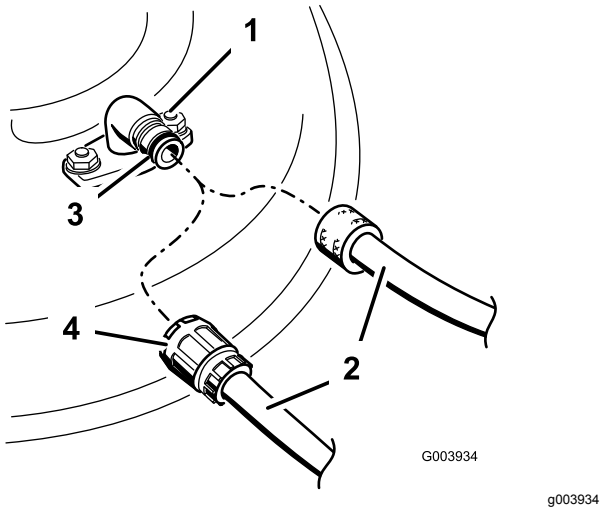

Figur 71
3. Fest slangekuplingen til enden av klippeenhetens vanninntaksnippel, og skru på vannet (Figur 71).